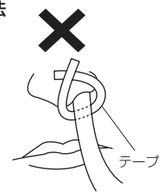

図25
38. 本品の進行を妨げるようなチューブの顔面への固定は行わないこと（**図25**）。